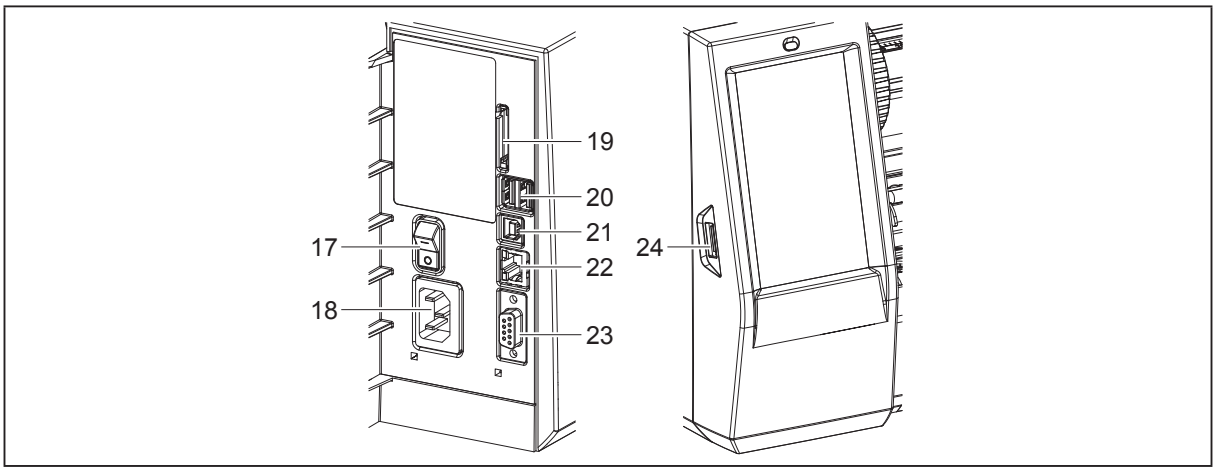

Figure 3 Connections
The standard available interfaces and connectors are shown in „Figure 3 Connections“ on page 38.
- ▶ Plug the power cable into the power connection socket („Figure 3 Connections“ on page 38).
- Switch the printer on at the power switch („Figure 3 Connections“ on page 38).